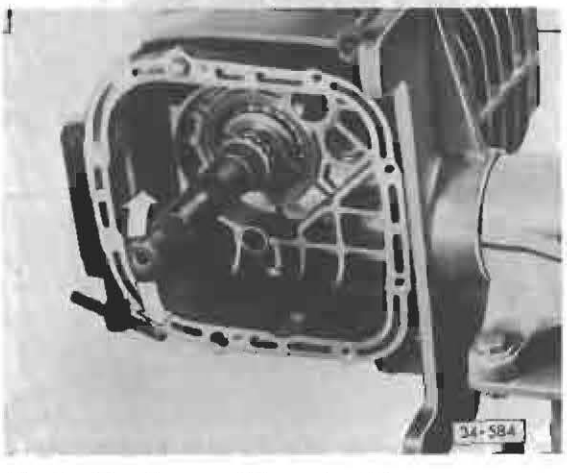

Fig. 8 Bearing condition, checking
and Fig. 8
- if no turning torque can be measured, see Fig. 8